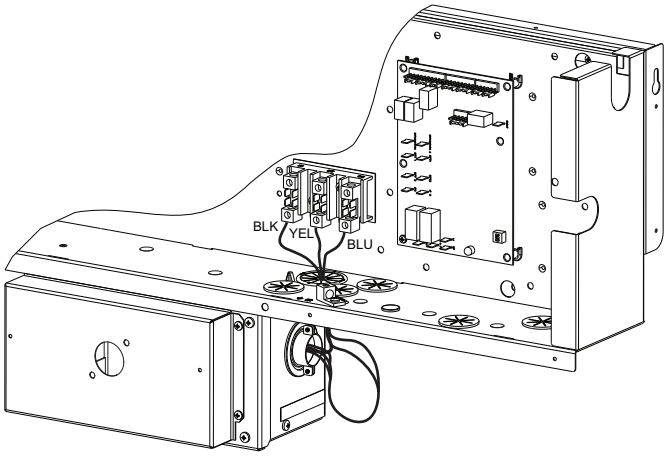

Fig. 18 — NFD Enclosure Location
1. Remove the control box access panel. The NFD enclosure is located below the control box (see Fig. 18).